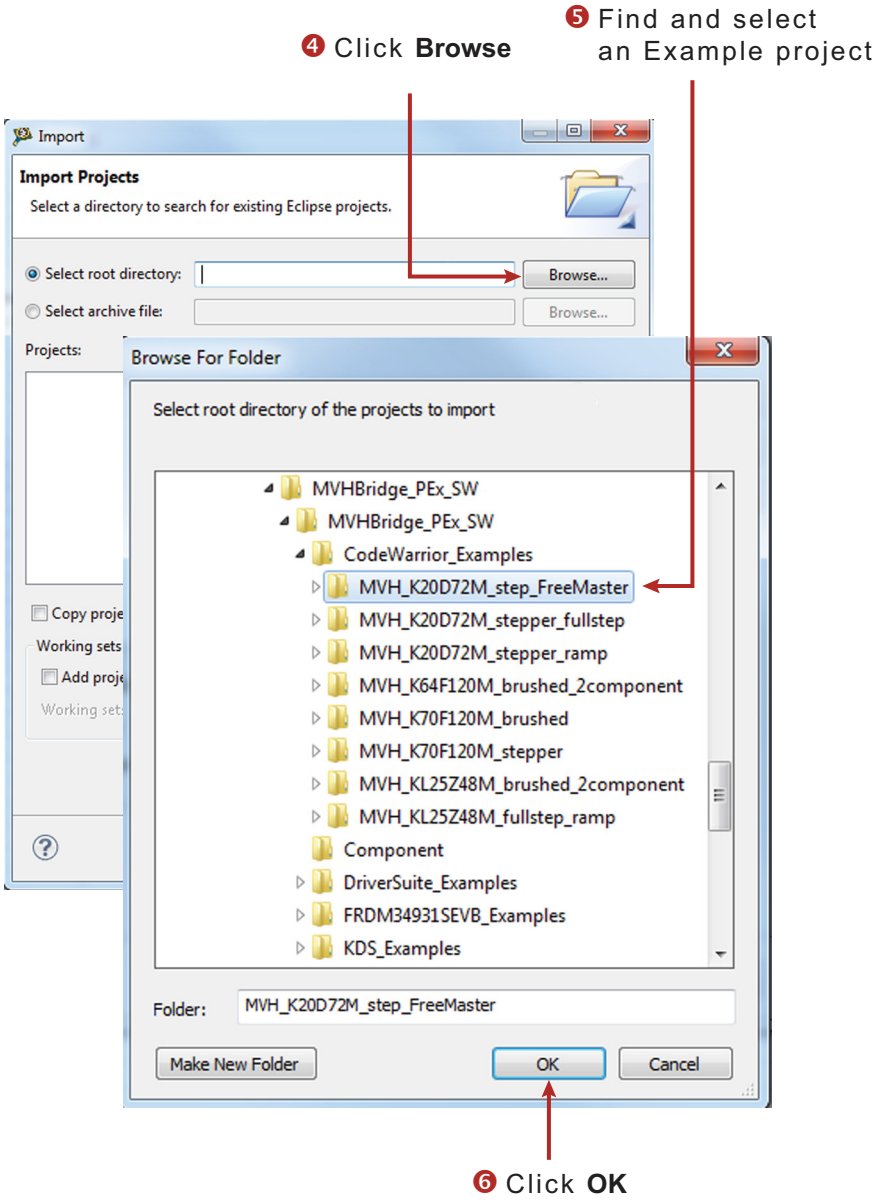

Figure 30. Importing an example file (b)
2. Click **Browse** and locate the folder where you unzipped the downloaded example files. Find the folder MVHBridge_PEx_SW\CodeWarrior_Examples and select a project to import. (see Figure 30, which shows MVH_K20D72M_step_FreeMaster as the imported project). Then click **OK**.